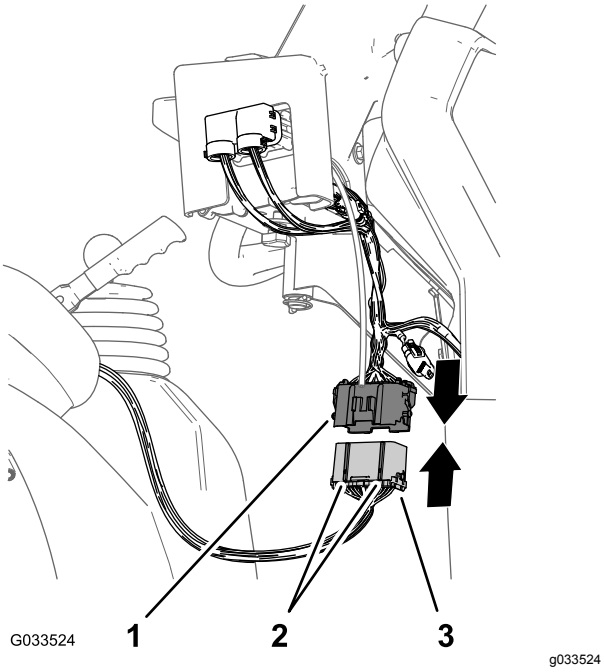

**Figur 23**
1. Innrett de to sporene i kontakten med 38 pinner på sprederens bakre ledningssats til de to kilesporene i kontakten med 38 sokler på den fremre ledningssatsen, som er koblet til kontrollkonsollen (Figur 23).
2. Koble koblingen til den bakre ledningssatsen på den fremre ledningssatsen helt til låsene på koblingen smekker korrekt sammen (Figur 23).